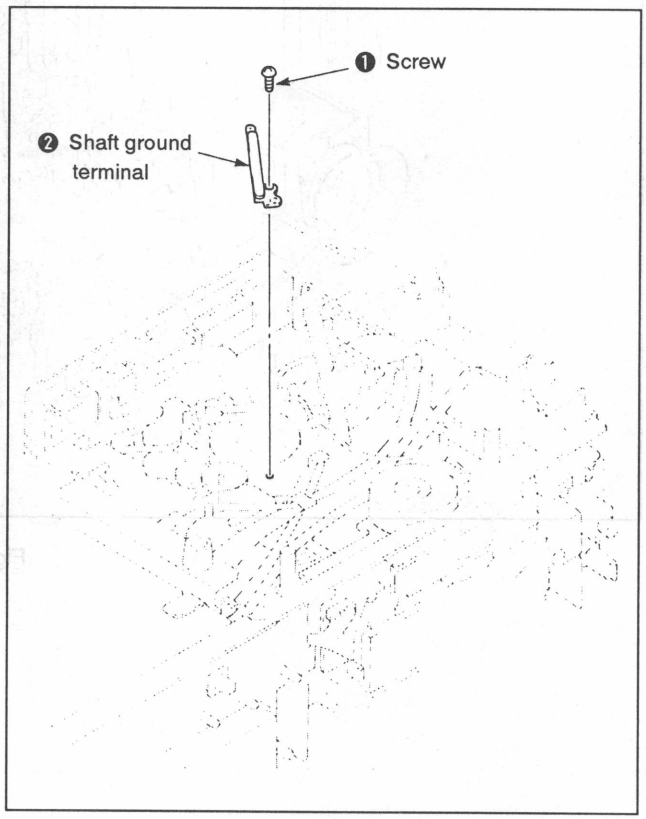

Fig. 7-51.
1. Removal (See Fig. 7-51. and 7-52.)
4) Remove the screw ❶ and remove the shaft ground terminal ❷. (See Fig. 7-51.)
5) Remove the three connectors ❸.
6) Remove the two screws ❹.
7) Remove the drum assembly ❺.
2. Mounting (See Fig. 7-51. and 7-52.)
1) Mount the drum assembly ❺ with the two screws ❹.
2) Connect the three connectors ❸.
3) Mount the shaft ground terminal ❷ with the screw ❶. (See Fig. 7-51.)